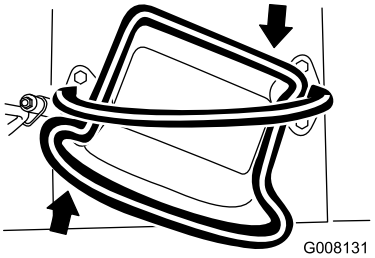

**Figur 8**
- Vrid drivreglaget medurs för att svänga åt höger (Figur 8).